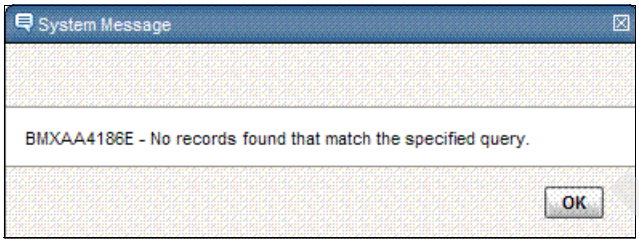

Figure 10-9 Error message informing user record couldn't be found
4. Now enter asset ASST02 into the quick search field, and click Search to search for the record. An error message is displayed telling you that the record cannot be found, as shown in Figure 10-9 on page 180.